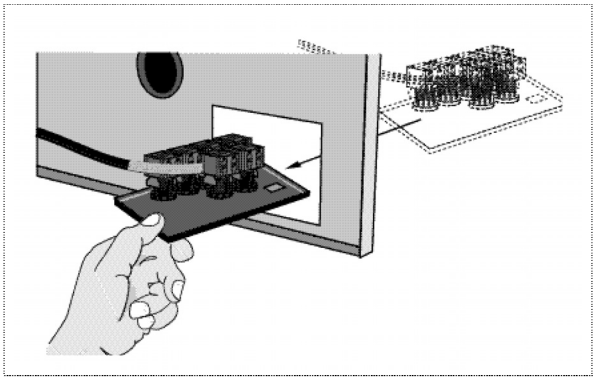

Рисунок 3-40: Панель управления
- Надавите на упоры запорного устройства панели управления и вытолкните панель из дверцы (см. Рисунок 3-40)